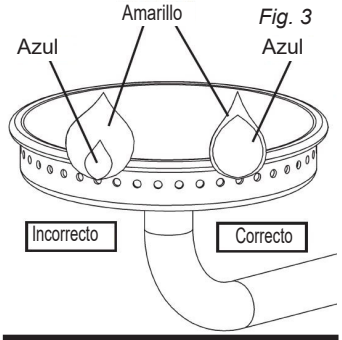

Fig. 3
- Verifique visualmente la llama del quemador (Fig. 3). Una LLAMA CORRECTA debe ser azul con una pequeña porción de amarillo en la punta. Una LLAMA INCORRECTA es excesivamente amarilla e irregular. Si ocurre una llama incorrecta, gire la perilla de control a la posición de apagado (OFF), deje que la unidad se enfríe y luego limpie el quemador. Deje que el quemador se seque completamente antes de volver a encenderlo.